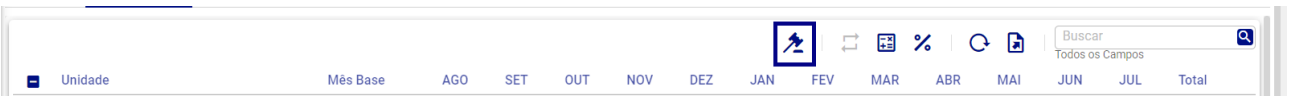

Figura 183: Concluir
- **Concluir (Figura 183):** Permite concluir o orçamento do item diretamente da tela de cálculo, sem a necessidade de acessar a tela de **"Conclusão"**. Uma vez concluído, os campos são bloqueados para edição.